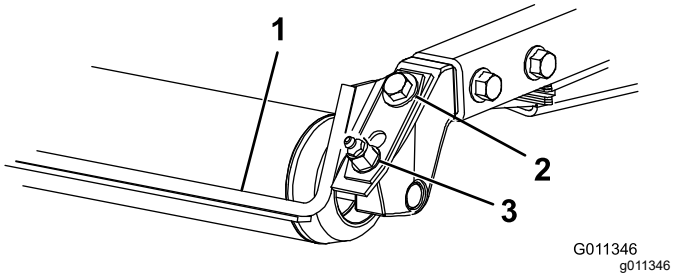

**Figuur 8**
1. Draai de smeernippel en de montageschroef los (Figuur 8).